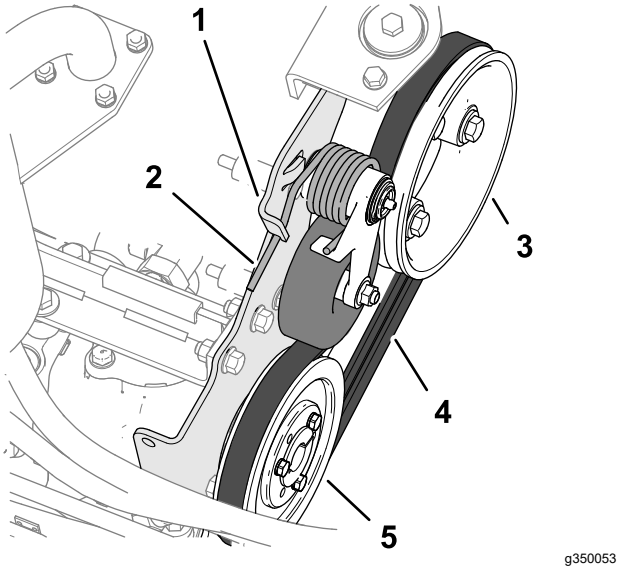

**Figur 90**
2. Tryck änden av fjädern för remspänning ned och ut genom skåran i pumpmonteringsbeslaget. Flytta sedan fjäderns ände framåt (Figur 90).